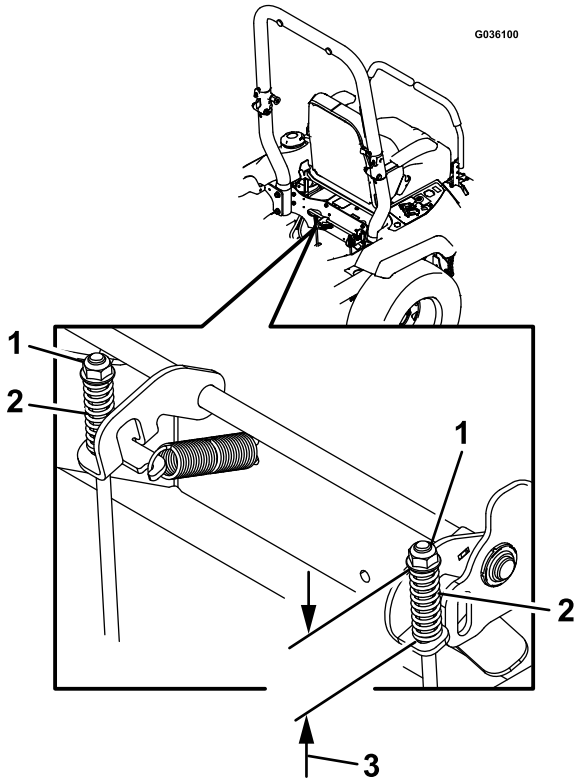

Figure 59
7. Contrôlez les deux longueurs de ressort comme montré à la Figure 59. Si un réglage est nécessaire, tournez l'écrou supérieur dans le sens horaire pour raccourcir le ressort, et dans le sens antihoraire pour l'allonger.